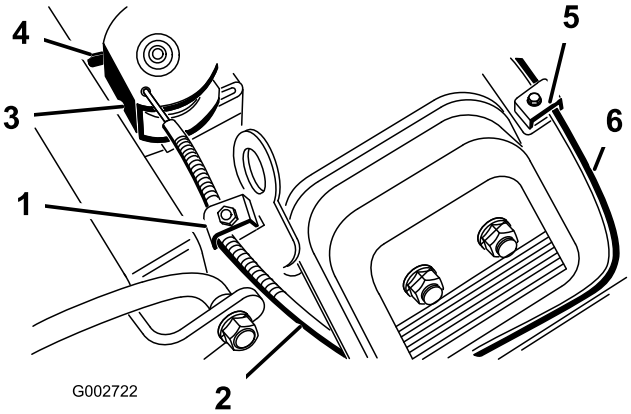

Figur 37
2. Lossa skruven på kabelklämman som fäster kabeln vid motorn (Figur 37).
4. Dra i gasvajern tills lekarens baksida rör vid stoppet (Figur 37).
4. Dra i chokevajern (Figur 37) tills chokeregleringsspjället är helt stängt, dra sedan åt skruven på kabelklämman.